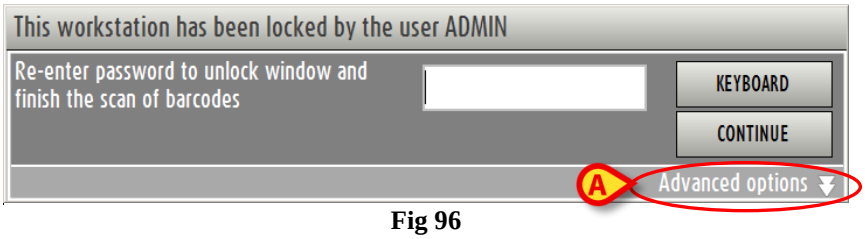

Fig 96
- click the option “Advanced options” on the window that requests password (Fig 96 **A**).